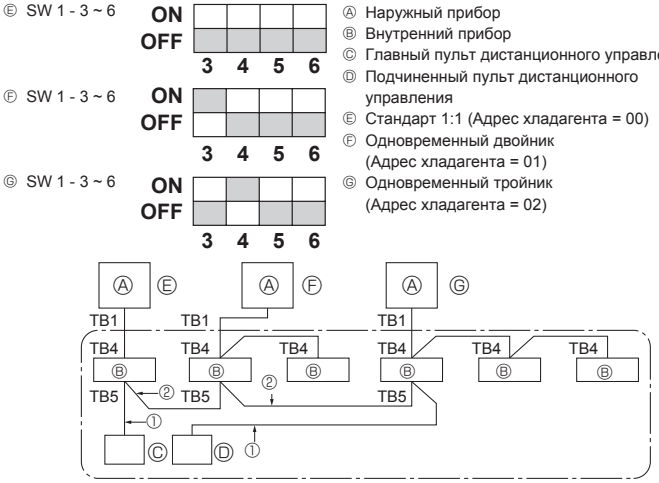

Fig. 9-1
① Включите питание (автоматическим выключателем).
② После закрытия запорного крана газа установите переключатель SWP на пульте управления наружного прибора в положение ON. Компрессор (наружный прибор) и вентиляторы (внутренний и наружный приборы) начинают работать, и начинается процедура восстановления хладагента. На пульте управления наружного прибора горят индикаторы LED1 и LED2.
③ Поскольку прибор автоматически останавливается через приблизительно две- три минуты после процедуры восстановления хладагента (индикаторы LED1 и LED2 горят), необходимо быстро закрыть запорный клапан газа. Пока индикаторы LED1 и LED2 горят и наружный прибор остановлен, полностью откройте запорный клапан жидкости и через три минуты повторите шаг ②.
④ Отключите питание (автоматическим выключателем).
9. Управление системой (Fig. 9-1)